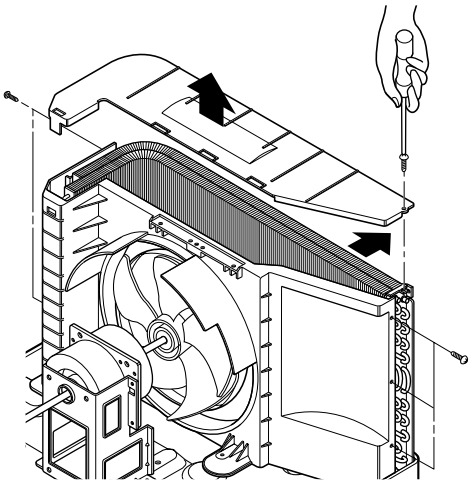

**Figure 16**
6. Re-install the components by referring to notes. (See Fig. 16)